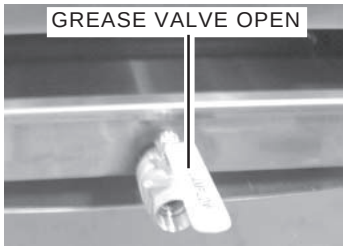
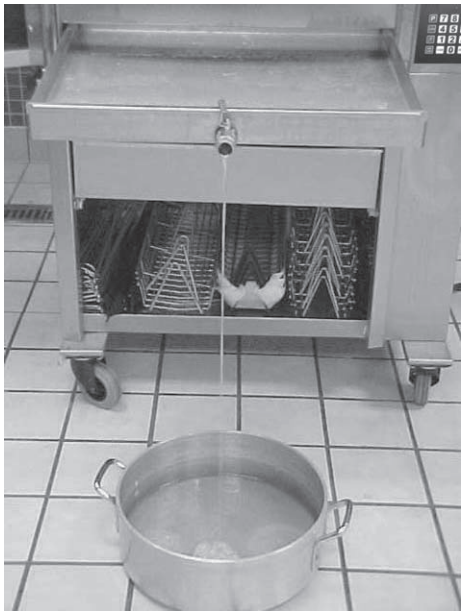
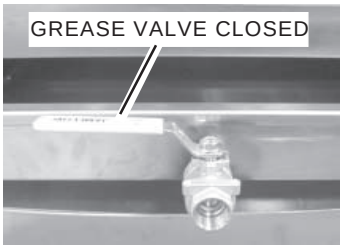

Fig. 30
Fig. 31
Fig. 32
3. Open valve on grease drawer (Fig. 30). Empty fat into suitable container (Fig. 31). Close grease valve when drawer is empty or when container is full (Fig. 32).